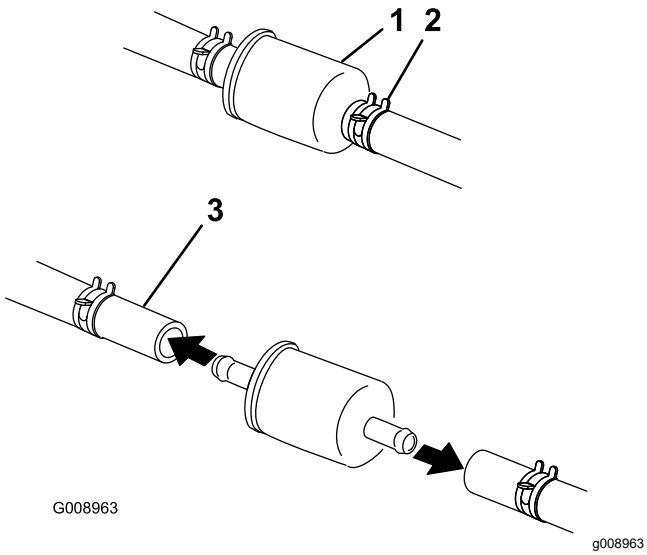

Figur 65
5. Udskift brændstoffilteret (Figur 65).